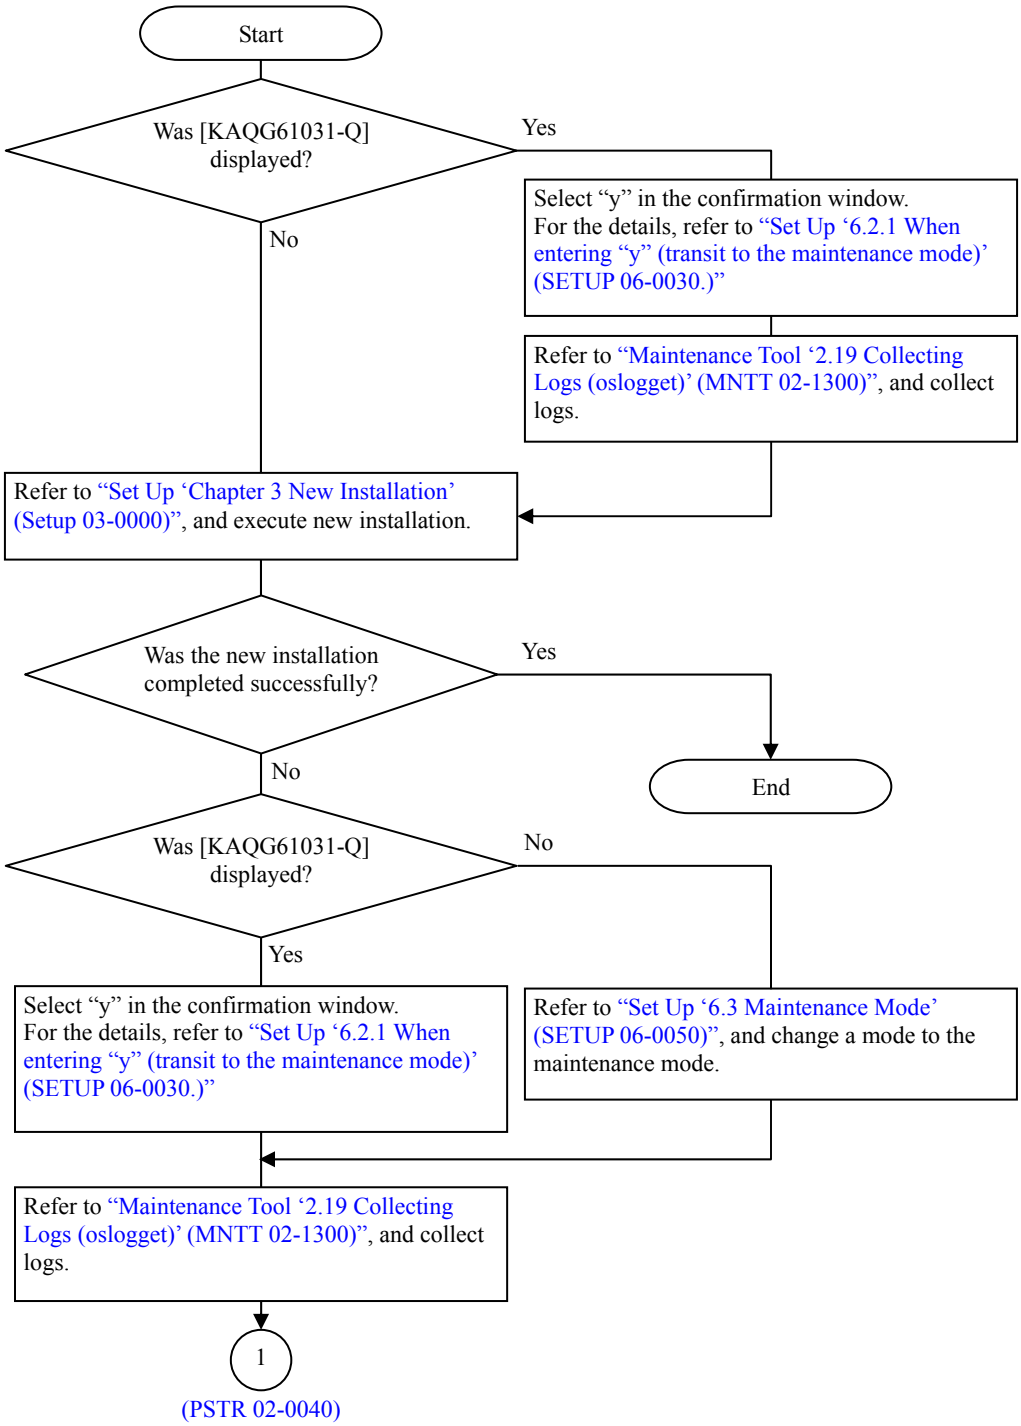

Figure C.2.1-2 Flow of Diagnosis for New Installation Failures (1/2)
(2) Figure C.2.1-2 shows the flowchart when message IDs described in Table C.2.1-2 are output due to the failure of new installation.